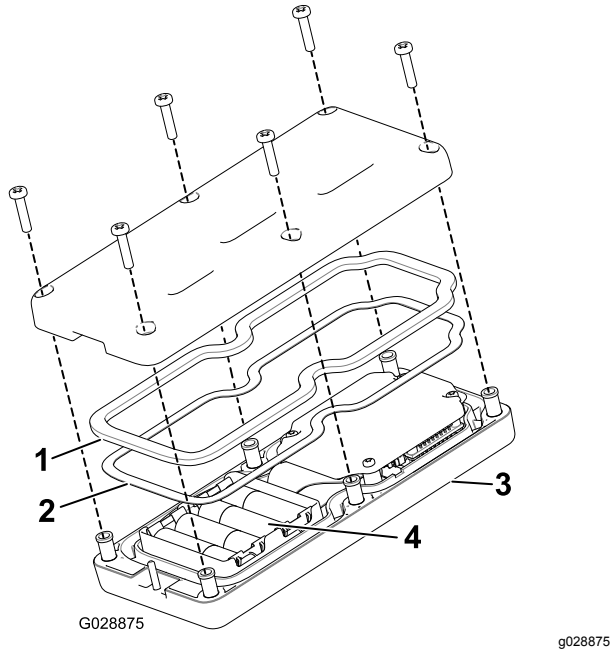

Figur 46
3. Fjern de seks skruene på baksiden av fjernkontrollen, og ta av dekslet (Figur 46).
5. Koble de nye batteriene til korrekt poler. (Hvis batteriene monteres feil, vil ikke enheten bli ødelagt, men den vil ikke fungere.) Batterirommet har merker for polaritet for hver pol (Figur 46).
6. Hvis du utilsiktet fjerner gummitetningen og stålpakningen, må du forsiktig legge dem på plass i kanalen i den håndholdte fjernkontrollen igjen (Figur 46).
7. Sett dekslet på plass og fest det med de seks skruene du fjernet tidligere (Figur 46), og stram til med et moment på 1,5 til 1,7 N·m.